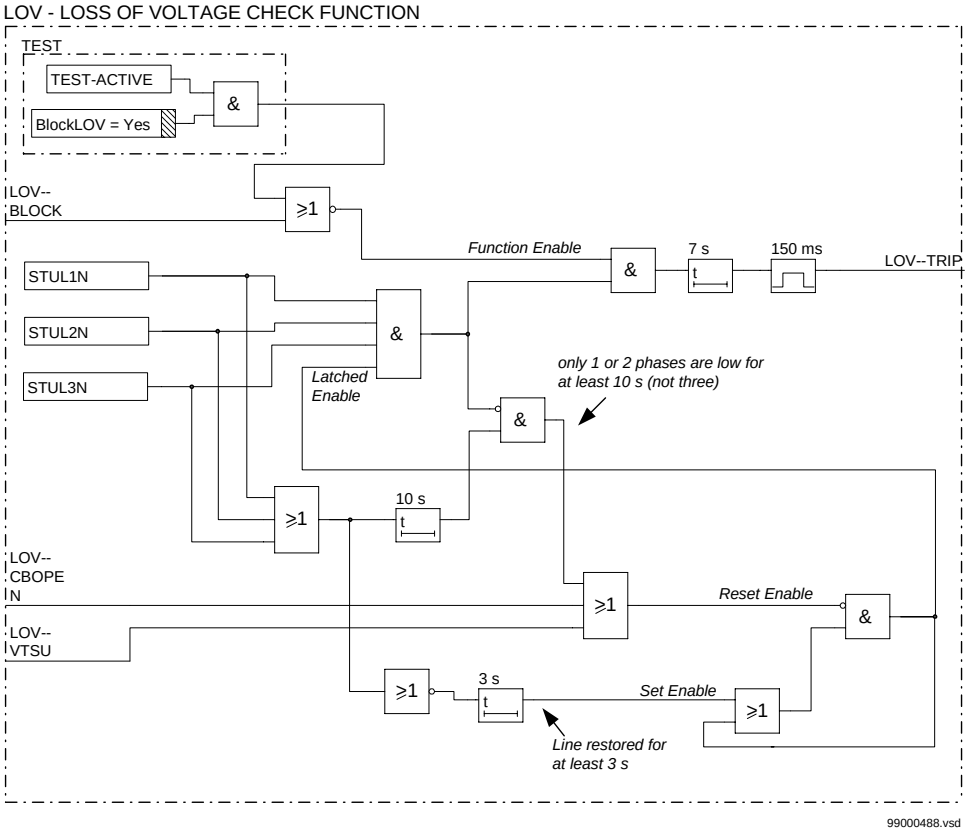

Figure 31: Simplified logic diagram of loss of voltage check protection function
The simplified logic diagram of the loss of voltage check function is shown in figure 31.
- enables the function (signal latched enable in figure 31 is set to 1) when the line is restored; i.e. at least one of the three voltages is high for more then 3 seconds (signal set enable in figure 31).
- disables the function (signal latched enable in figure is set to 0) if the signal reset enable in figure 31 is set to 1 (reset of latced enable signal).